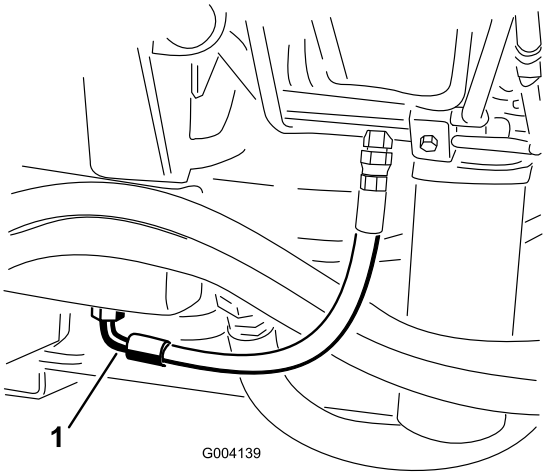

Figuur 70
2. Plaats een grote opvangbak onder de fitting aan de onderzijde van het hydraulische reservoir (Figuur 70).